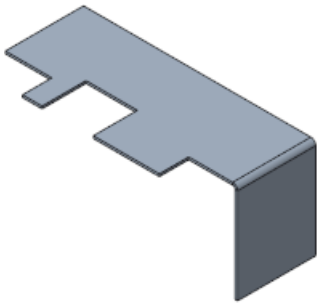

Figure 14-89 *Model with the flange wall*
5. Choose the **OK** button from the **Flange** dashboard to complete the creation of the wall; the model similar to the one shown in Figure 14-89 is displayed in the drawing area.